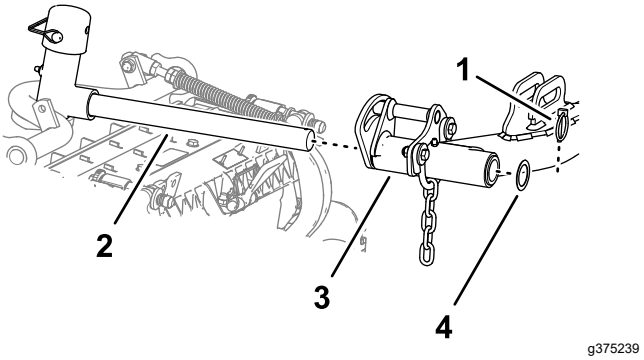

Figur 22
5. Skub en klippeenhed ind under løftearmen (Figur 22).